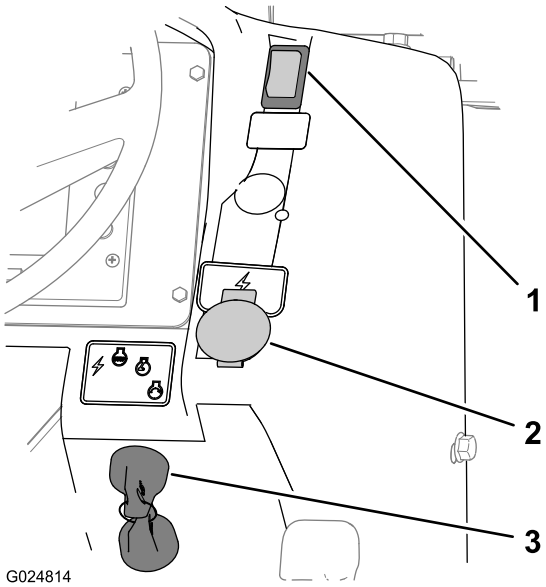

Bild 11
- Drücken Sie den Feststellbremsschalter nach unten, um die Feststellbremse zu aktivieren (Bild 11).
Mit dem Zündschloss aktivieren Sie das elektrische Zubehör, starten die Maschine und stellen sie ab (Bild 11). Das Zündschloss hat die folgenden vier Stellungen: